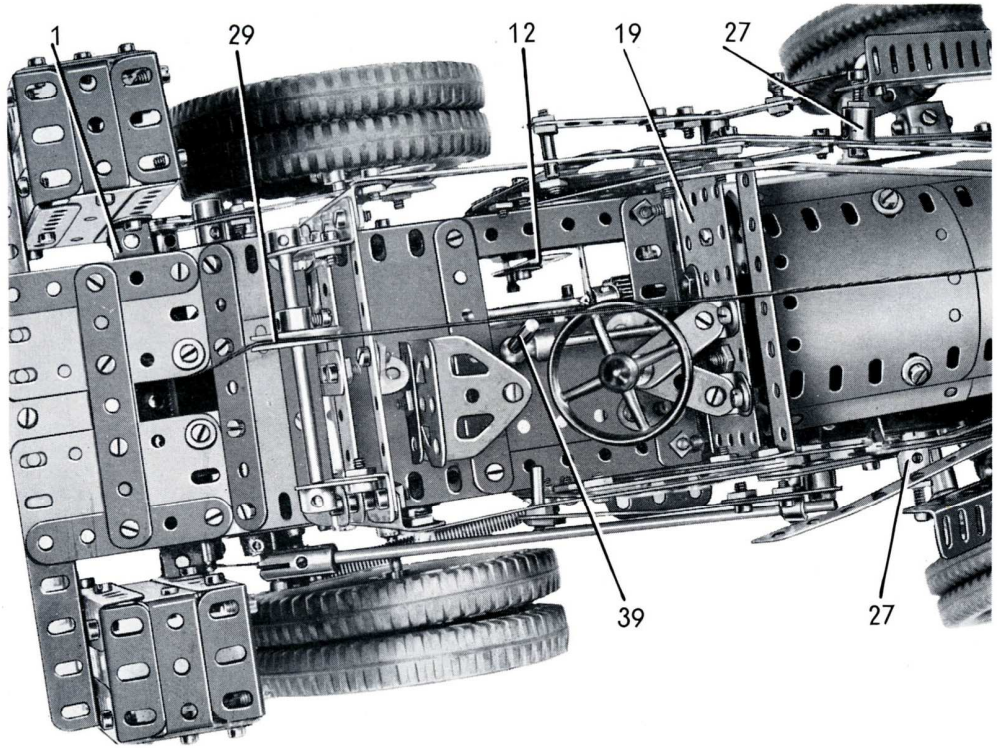
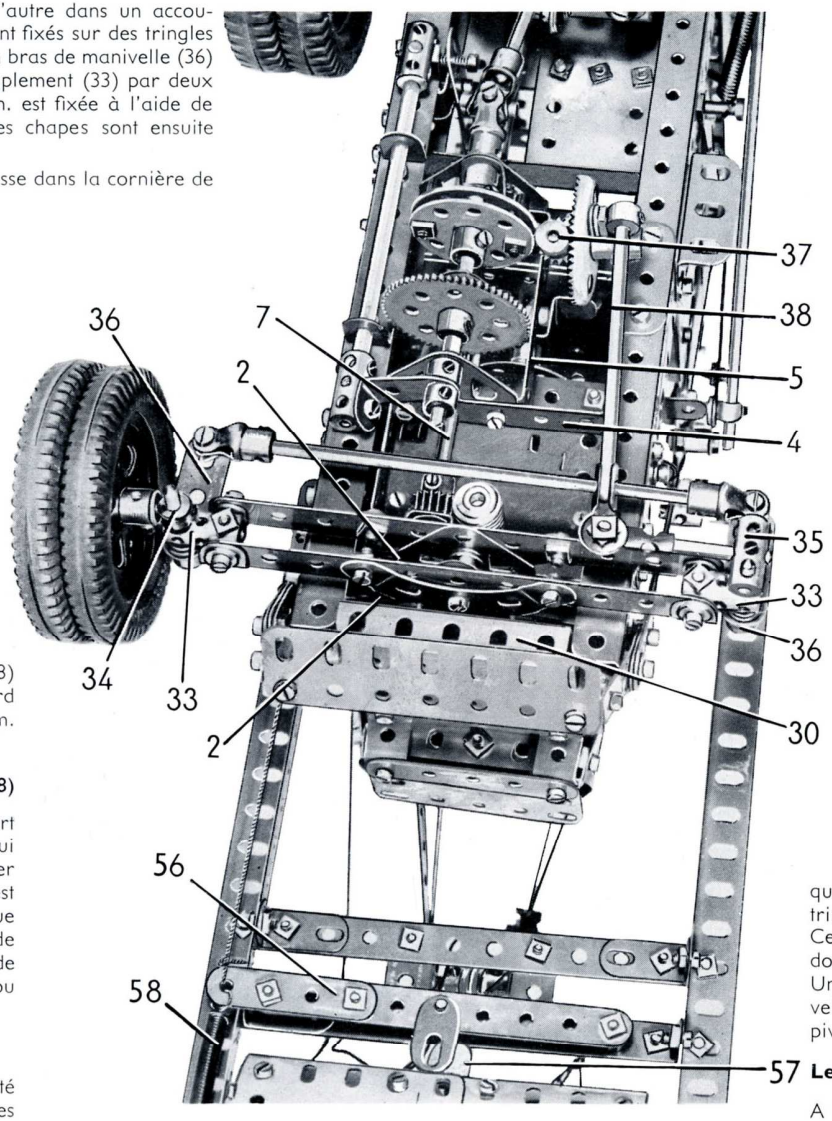

FIG. 4 *Vue de dessus de la cabine de conduite, le toit enlevé.*
FIG. 5 *Vue de devant montrant l'essieu avant et le mécanisme de direction.*
Quand on fait coulisser la tringle de 6 cm., la roue de 60 dents vient engrener avec le pignon (8). Ce mouvement est commandé par un levier (12) (fig. 4) fait d'une bande de 6 trous et d'une bande glissière de 5 cm. qui se recouvrent sur deux trous. Le levier est fixé à l'aide de contre-écrous sur un cavalier boulonné à l'intérieur du longeron du châssis. Un boulon de 12 mm. passe dans le trou allongé de la bande-glissière de 5 cm. et est fixé par un écrou dans un accouplement monté sur une tringle de 13 cm. Cette dernière passe dans une bande coudée de 60×12 mm. boulonnée sous le châssis, et elle porte un accouplement (13) sur lequel une équerre de 26×12 mm. est fixée à l'aide d'un boulon de 9,5 mm. Le trou allongé de l'équerre est glissé sur la tringle de 6 cm. comme le montre la figure 5 et une bague d'arrêt est fixée de chaque côté.
Les cornières (21) sont réunies l'une à l'autre par des bandes de 7 trous, et par une plaque flexible de 9×6 cm. comme le montre la figure 8. Le plancher de la cabine est constitué par une plaque flexible de 9×6 cm. et une de 6×4 cm. (fig. 4). Le toit de la cabine est une plaque à rebords de 9×6 cm., sur laquelle deux bandes de 7 trous sont fixées à l'aide de deux bandes de 4 trous.
L'essieu avant directeur est constitué par deux bandes de 11 trous réunies l'une à l'autre à chaque extrémité par un accouplement (33) (fig. 5). L'accouplement est fixé sur chaque bande par un boulon qui porte une rondelle et passe dans le rebord d'un support double et dans le dernier trou de la bande. Une seconde rondelle est placée sur le boulon qui est ensuite vissé dans l'accouplement. Un boulon de 12 mm. passe dans la partie centrale du support double et une rondelle est placée sur le boulon avant qu'il n'entre dans l'accouplement. Un écrou est vissé sur le boulon pour assujettir l'accouplement et le support double l'un sur l'autre.
Le tube de direction est une tringle de 13 cm. qui passe dans la cornière de 7 trous qui soutient la plaque à rebords (19). L'extrémité supérieure de la tringle passe dans les trous de deux bandes de 3 trous dont chacune est réunie à la plaque à rebords (19) par une équerre à 135° (fig. 4). L'extrémité inférieure de la tringle passe dans un accouplement (37) (fig. 5) fixé sur une tringle de 2,5 cm. et tenu écarté d'une roue de champ de 50 dents par trois rondelles. La roue de champ tourne sur la tringle qui est tenue par une bague d'arrêt dans une embase triangulée coudée boulonnée sur le châssis. Un pignon de 19 dents monté sur le tube de direction vient en contact avec la roue de champ.
Le levier de commande du moteur (Fig. 4, 7 et 8)
Un verrou (56) est formé par une bande 9 trous prolongée d'un trou par une bande de 4 trous (fig. 5). Le verrou pivote sur un boulon de 12 mm. qui passe dans le bras de benne. La partie centrale d'un accouplement à cardan est placée sur le boulon qui est ensuite fixé par deux écrous dans un trou d'une extrémité du verrou. Un support plat boulonné sur le verrou vient s'appuyer sur une équerre (57) fixée à l'arrière de la benne. Un ressort (58) (fig. 1) est monté entre l'extrémité libre du verrou et l'un des côtés du bras de benne.